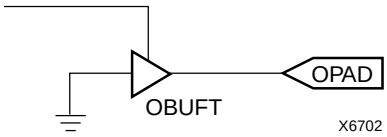

**Figure 18: Open-Drain Output**
An output can be configured as open-drain (open-collector) by placing an OBUFT symbol in a schematic or HDL code, then tying the 3-state pin (T) to the output signal, and the input pin (I) to Ground. (See Figure 18.)